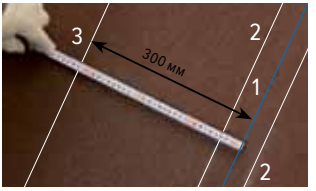

Рис. 36
1. Линия установки вертикального гонта (Рис. 36 — 2)*. От центральной оси ендовы (Рис. 36 — 1) отступаем по 40 мм в обе стороны.
2. Линия фиксации вертикального гонта (Рис. 36 — 3) гибкой черепицы на расстоянии не менее 300 мм от оси ендовы.